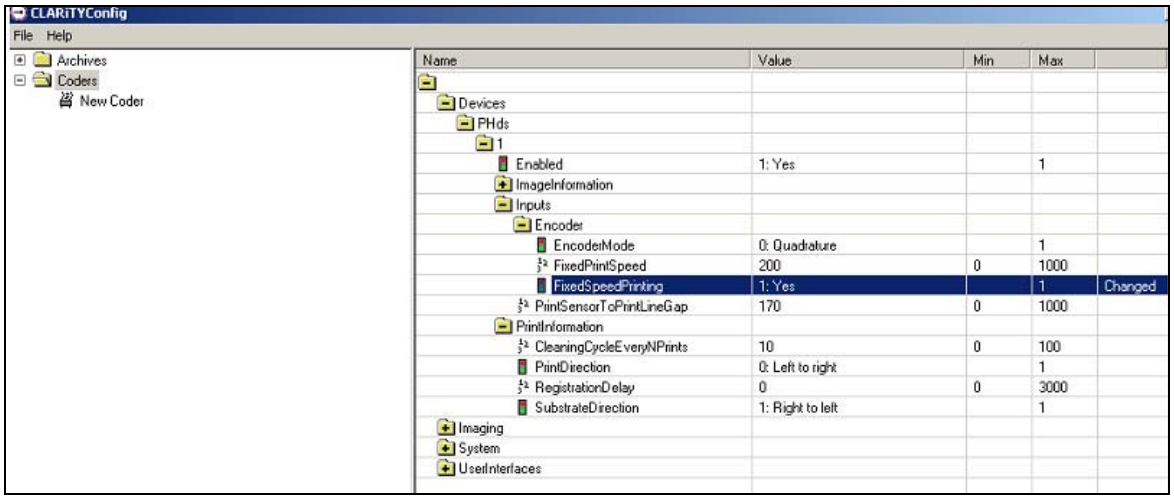

Figure 5-39:
2. Using CLARiTY Configuration Manager select *Fixed Speed Printing* mode, as shown in Figure 5-39.